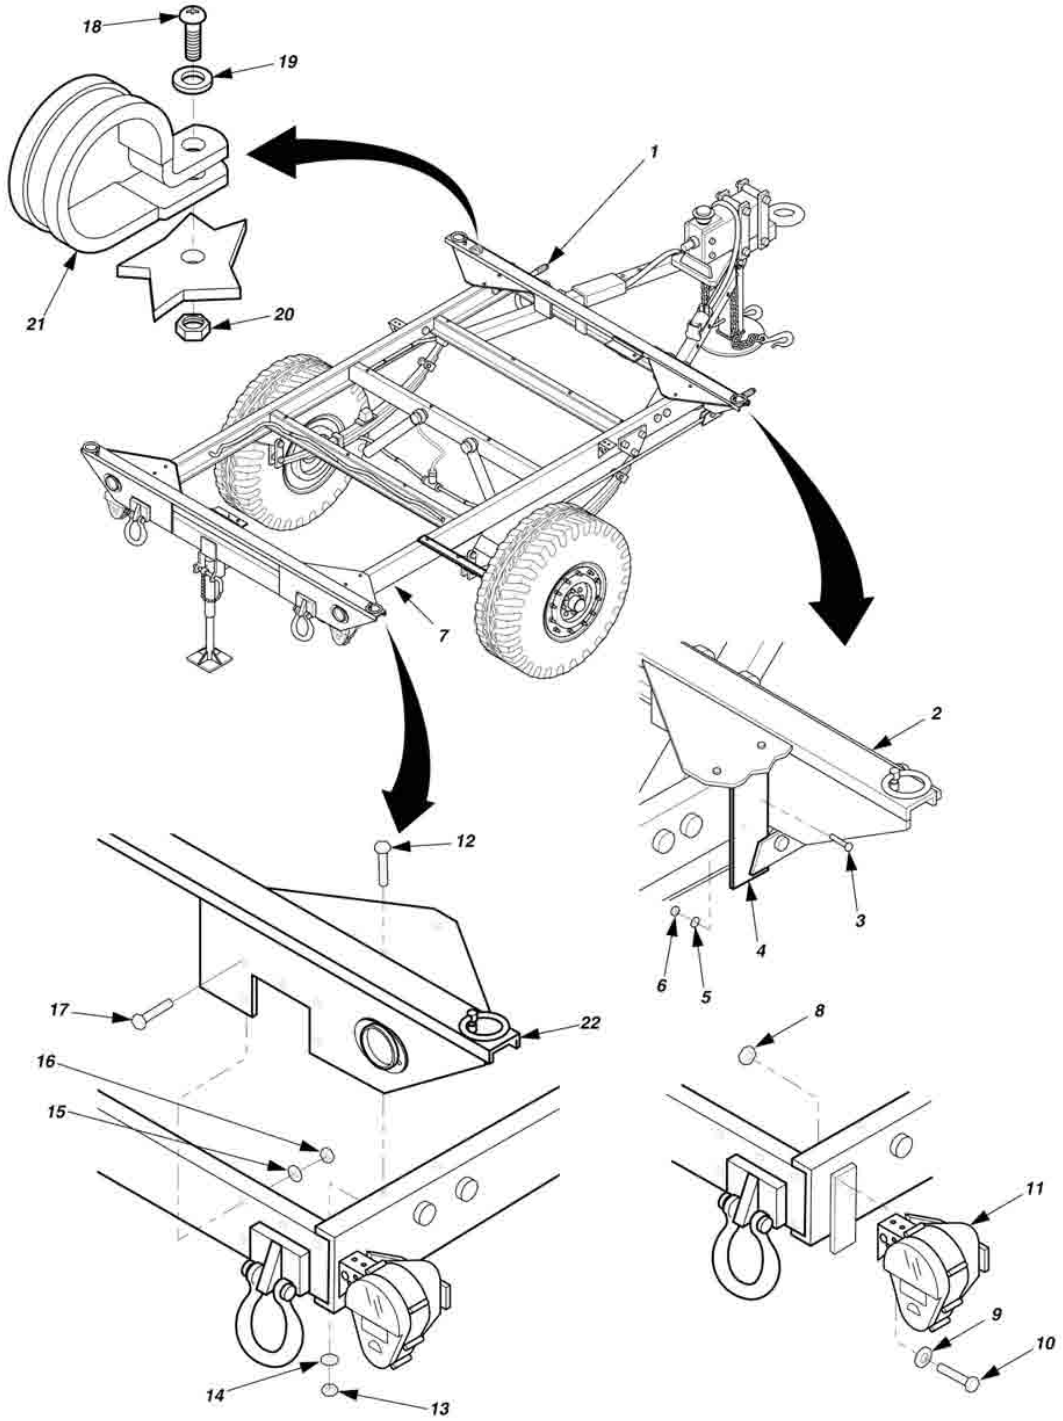

Figure 1. AN/MJQ-37 and AN/MJQ-38 Trailer Lifting Bracket.
b. Separate the tail light bracket (Figure 1, Item 11) from trailer chassis by removing two self-locking nuts (8), flat washers (9), and screws (10).
c. Separate the power cable from rear lifting bracket (22) by removing nut (20), flat washer (19), and screw (18) from cable clamp (21).
d. Remove ten self-locking nuts (16), flat washers (15), and cap screws (17) from rear lifting bracket (22).